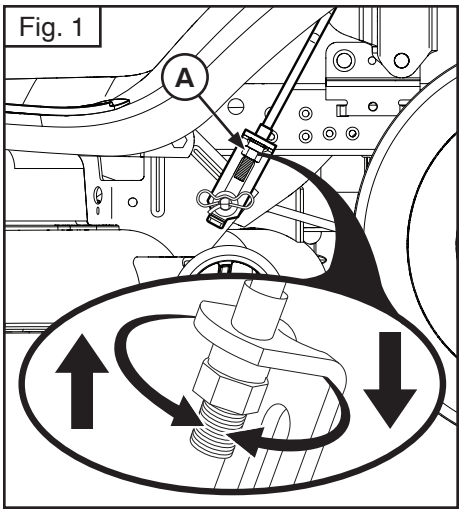

Fig. 1
3. With a 3/4" or adjustable wrench, turn lift link adjustment nut (A) to the left to lower the mower, or to the right to raise the mower (Fig. 1).
3. Drehen Sie mit einem ¾“ oder einem verstellbaren Schraubenschlüssel die Stellmutter (A) der Hebeverbindung nach links, um die Seite des Mähers zu senken, oder nach rechts, um sie zu heben (Fig.1).
3. Avec une clé de ¾ de pouce ou une clé réglable, faites tourner l'écrou de réglage (A) vers la gauche pour baisser la tondeuse ou vers la droite pour la monter (Fig. 1).